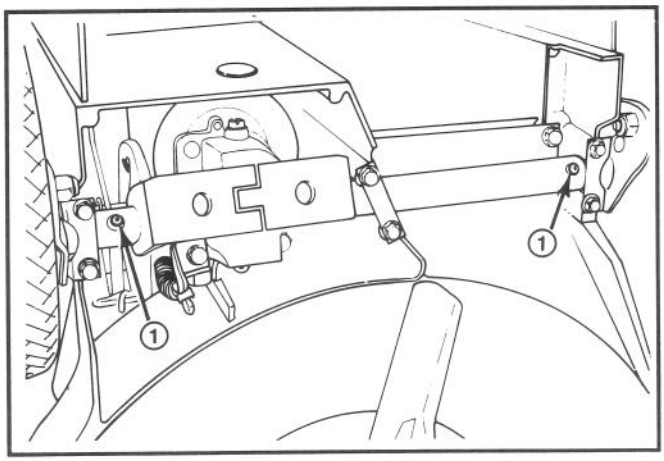

Abbildung 26
2. Den Mäher auf die linke Seite kippen. Alle Schmiernippel mit einem Lappen sauberwischen (Abb. 26). Eine Fettpresse ansetzen und in jeden Nippel eins bis zwei Hübe Mehrzweckfett #2 auf Lithiumbasis einpressen.